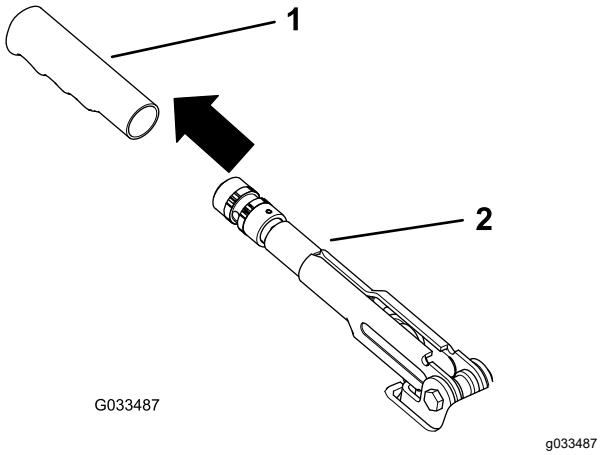

Figur 59
1. Fjern gummihåndtaket fra parkeringsbremsespaken (Figur 59).
5. Monter gummihåndtaket på parkeringsbremsespaken (Figur 59).